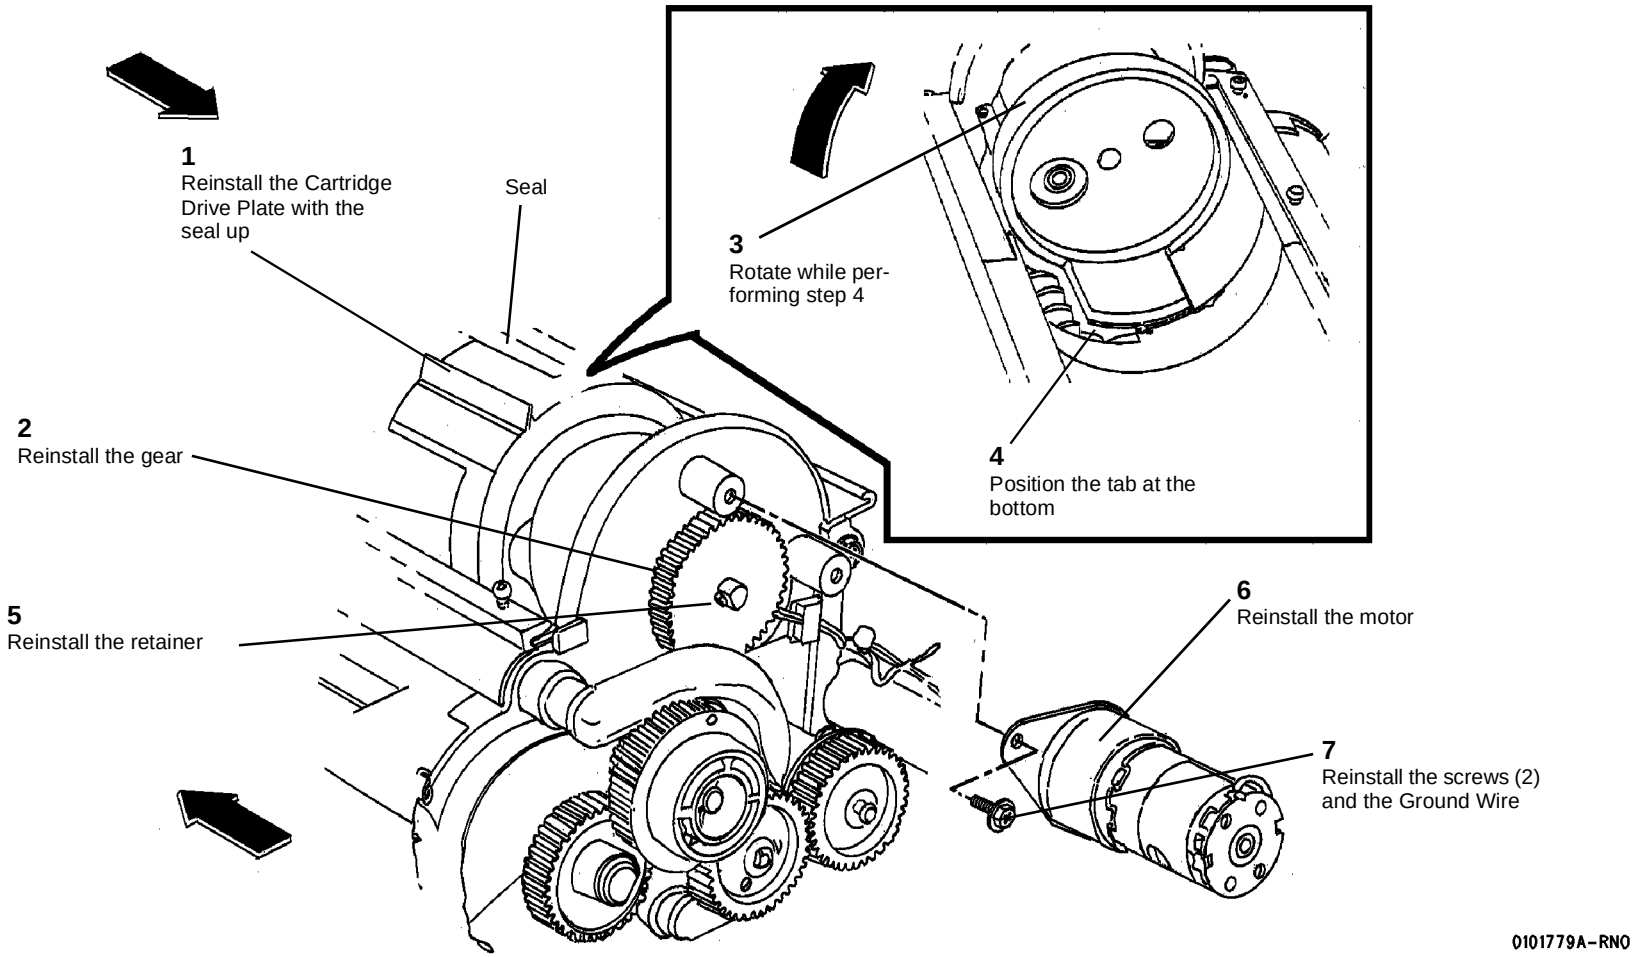

**Figure 2 Reinstalling the Cartridge Drive PLate**
*To avoid damage to the Drive Plate Seal, always rotate the drive plate in the direction shown in Figure 2.*
3. (Figure 2): Reinstall the Cartridge Drive Plate.